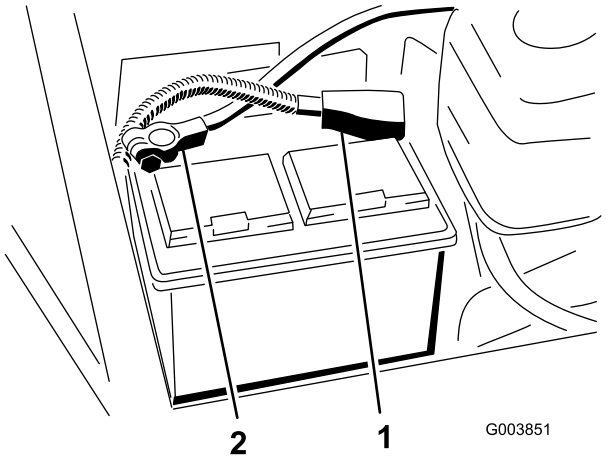

Figur 2
2. Se till så att batteriet sitter ordentligt fast på sin plats och kontrollera batteriets laddning med en hydrometer. Om batteriet behöver laddas upp ska du koppla bort pluskabeln (+) från batteriet innan du ansluter laddaren (Figur 2).